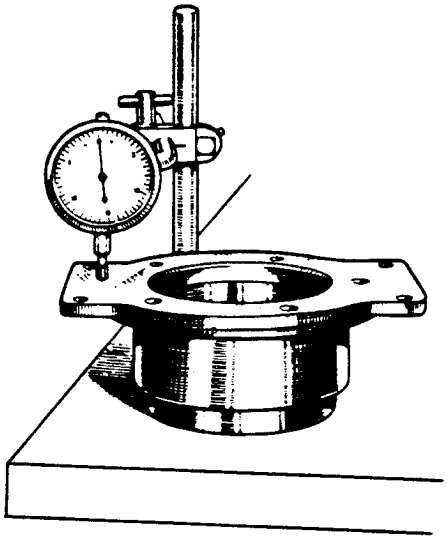

FIG. 2. CLOCKING TOP FACE OF SPIGOT PLATE.
b) Place the sub-assembly on a surface plate with the spigot plate uppermost and clock the top face of the spigot plate (See Fig. 2). Fit a new adjusting piece (RG-3181), bolt up as before, and again clock the face of the spigot plate. An amount equal to the difference in clock readings should then be ground off the adjusting piece. The aim is to obtain zero nip on the bearing, but a nip NOT EXCEEDING .002" (.05 m/m) is permissible.